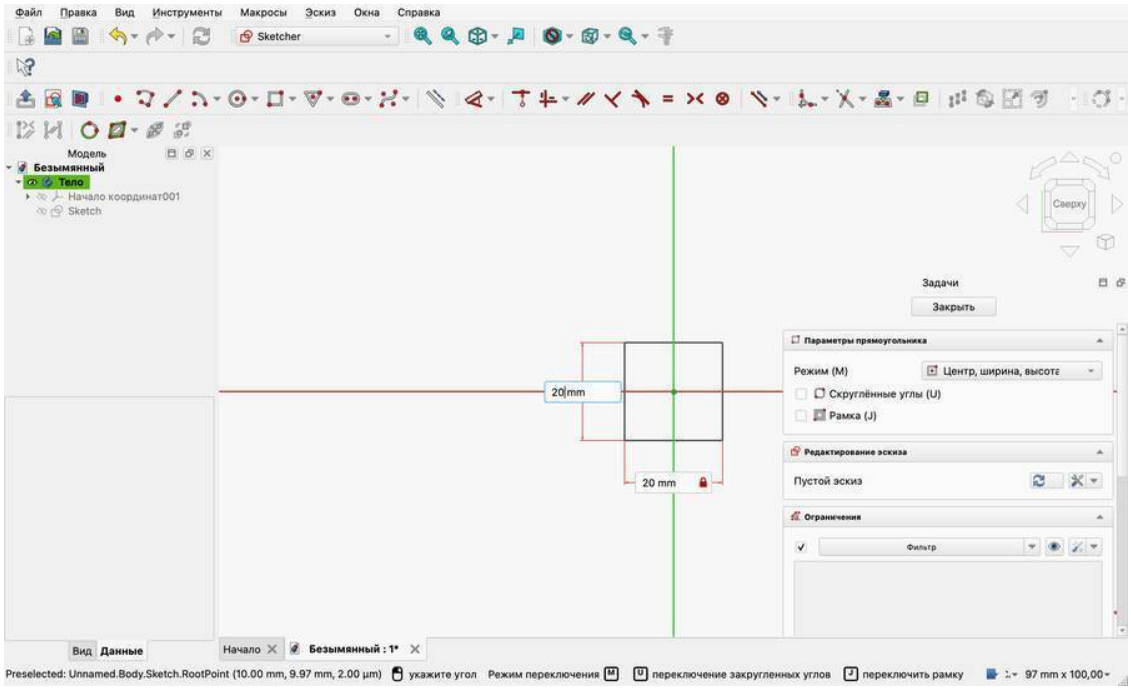

Рис. 3.4 — Размеры вводят в поля у курсора: ширина закреплена, высота набрана
6. Отведите мышь в сторону и больше не щёлкайте. За курсором тянется прямоугольник, у его сторон стоят два поля с размерами. Наберите 20 и нажмите Enter: в поле появился замок, размер закреплён, ввод перешёл во второе поле. Снова наберите 20 (рис. 3.4) и нажмите Enter.